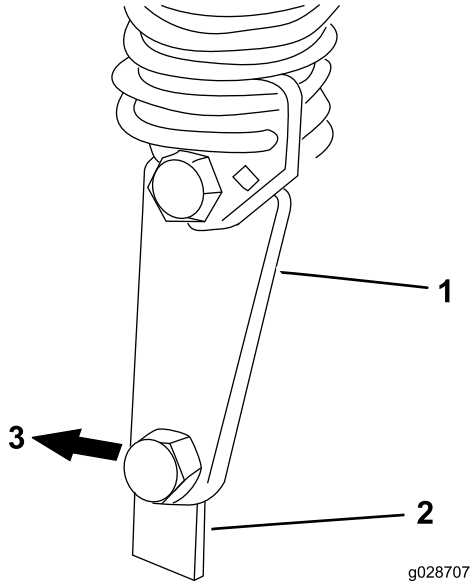

Bild 16
7. Lassen Sie den Motor an und heben den Rahmen an. Befestigen Sie den Knielenker der Gegengewichtfeder mit der vorher entfernten Ansatzschraube und Sicherungsmutter an der Federhalterung des Mähwerks (Bild 16).